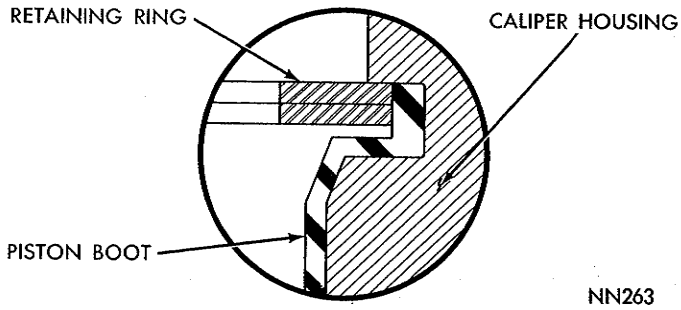

*Fig. 12—Correct Boot Installation (Section View)*
(6) Install coil retainer spring by inserting one end in position over boot in groove and continue to install around diameter of bore until retainer is fully seated. **Be sure that boot is completely locked in position by retainer and that retainer is fully seated in groove over boot (Fig. 12).**
(7) Install remaining pistons in same manner, then test pistons for smooth operation in their bores by depressing with fingers.
(8) Lightly clamp outer caliper half in vise and install new crossover passage seals in position in recess of caliper mating surface.
(9) Place mating caliper half over one clamped in vise and install attaching bolts. Tighten to 55 foot-pounds (7/16 inch) and 150 foot-pounds (5/8 inch).
(10) Install brake shoes in caliper assembly and insert piston compression Tool C-3992 between lining pads. Turn knob on Tool until pistons are compressed. Adjust Tool so that it will slip easily when contacted by disc.
(11) Install bleeder screw and tighten lightly.